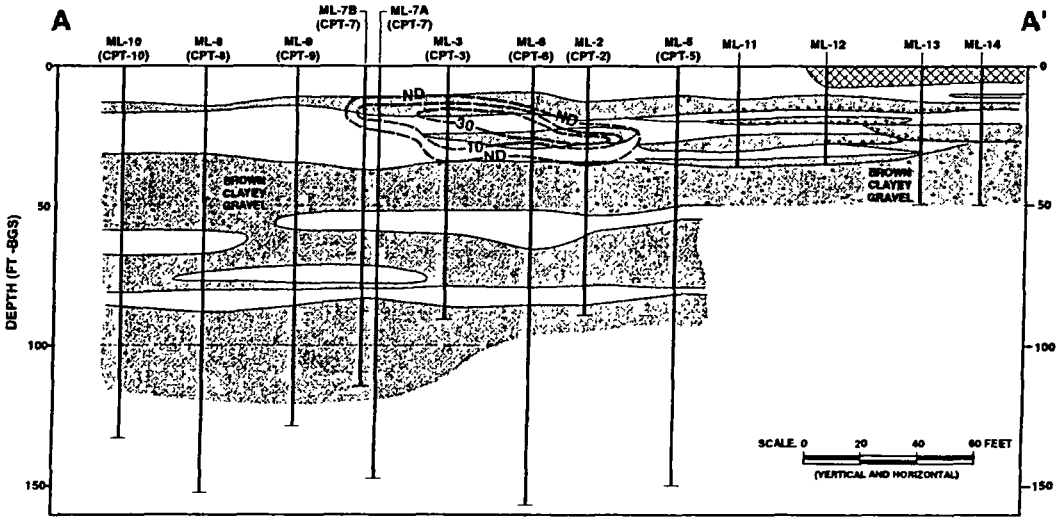

Figure 4.
Thirteen CMT wells were installed in just four days at the locations shown in Figure 1. Groundwater elevations were measured in the CMT wells, confirming the downward hydraulic gradient. A thin, narrow plume of MTBE was identified, flowing within the shallow alluvium (Figure 4). Non-detect (ND) values for MTBE were recorded in sampling points on all sides of the plume, thus ensuring that no portion of the plume escaped the monitoring network. Using the MTBE concentration data and the hydraulic properties of the shallow alluvium, the flux of MTBE emanating from the source area was estimated. This calculation proved to be a powerful way of assessing the impact of the dissolved contaminant plume on the downgradient industrial well.